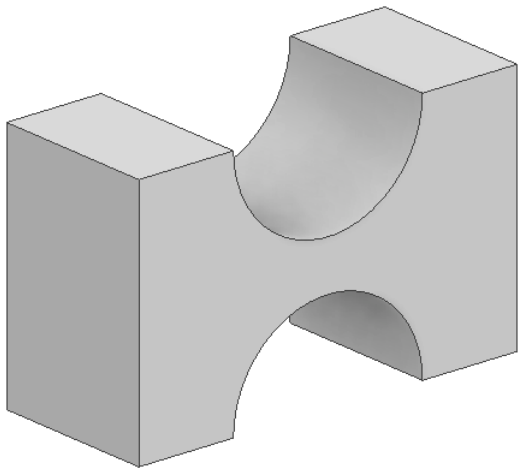

Figure 2-96 *The model created on extruding the sketch*
3. Choose **OK** from the dialog box to create the model and exit the **Properties-Extrusion** tool. The extruded model is shown in Figure 2-96.